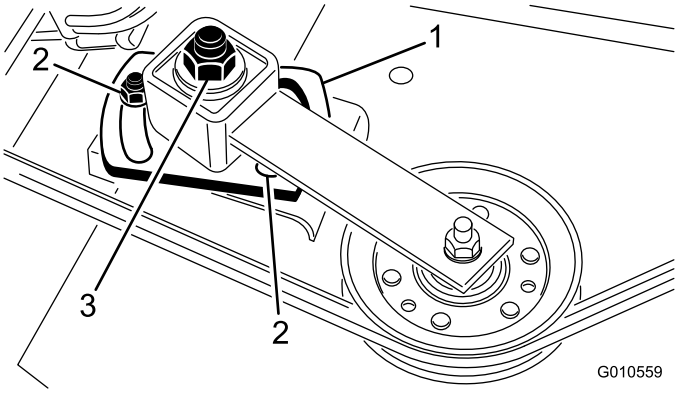

Figuur 30
5. Gebruik een inbussleutel en een momentsleutel en draai de stelmoer van de spanpoelie vast met 47-54 N·m (Figuur 30).